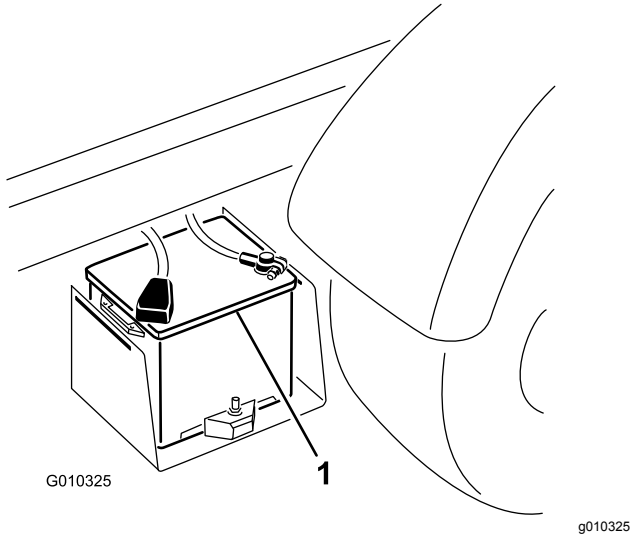

**Figur 52**
2. Koble de to batterienes positive poler til hverandre med en startkabel (Figur 52).